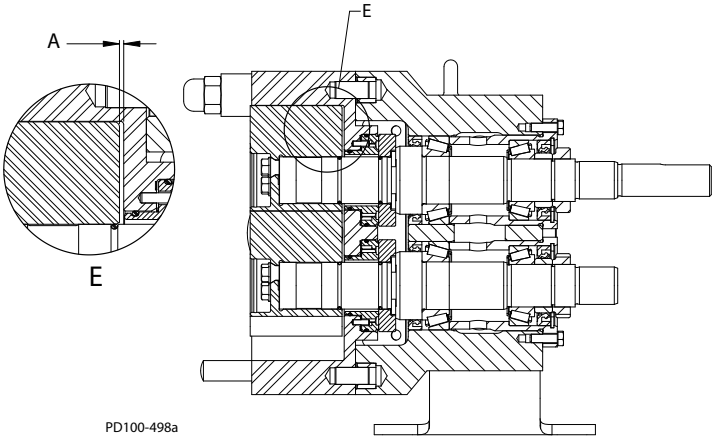

Figura 57 - Gioco tra rotore e corpo
1. Misurare il gioco tra il rotore e il corpo come mostrato nel Particolare E, articolo A, Figura 57. Annotare questo numero.